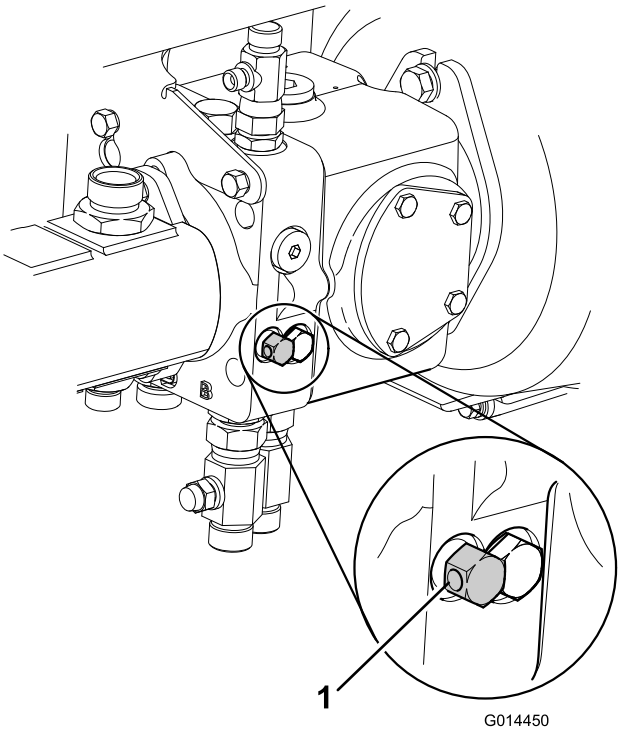

**Figuur 53**
7. Schakel het hydraulische bedrijfsremsysteem uit door de omloopklep onder de transmissiepomp maximaal 3 slagen linksom te draaien (Figuur 53).